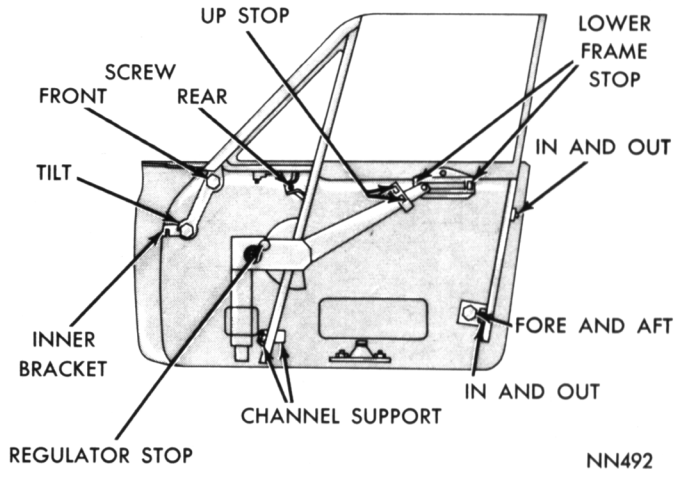

Fig. 33—Front Door Glass Adjustments—Hardtop—Convertible
(1) Open door and lower glass 1/3 way.
(2) Adjust rear run channel upper attachment (Fig. 33) until window is centered between inner and outer belt line weatherstrips and tighten nut.
(3) Close door, raise window seating top of glass and front of vent wing fully against and parallel to roof rail weatherstrip.
(4) Tighten vent wing belt line screws and nut on front leg of vent wing.
(5) Tighten vent wing bracket nuts on inside panel, front face of door.
(6) Position and tighten up stop against regulator arm.
(7) Tighten vent wing division channel support screw.
(8) Tighten division channel to lower support screw.
(9) Open door, lower window 1/2 way and tighten rear track lower screw.
(2) Remove run channel reinforcement plate and screw from upper end of run channel door face (Fig. 33).
(3) Disengage support on bottom of channel from door panel and remove channel.